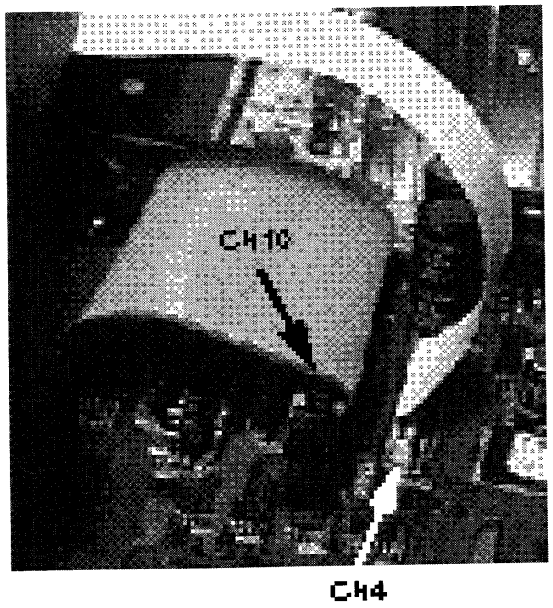

Рис. 2-12. Разъем CN10
1. Проверьте, нет ли повреждений или плохого крепления в ленточном кабеле, ведущем от разъема CN10 главной платы к интерфейсной плате принтера (см. рис. 2-12).